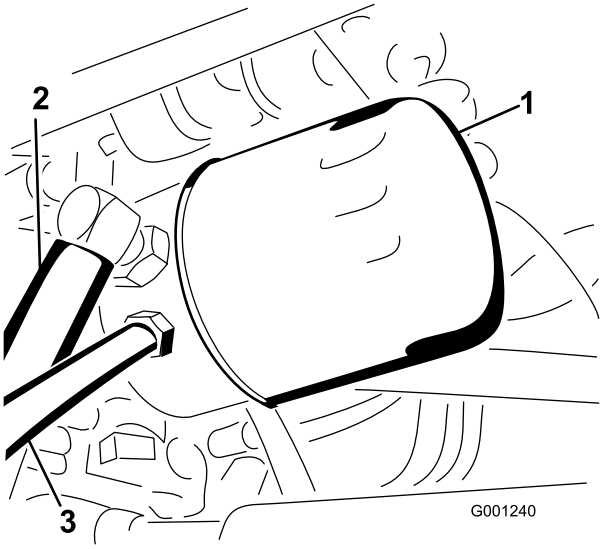

**Figur 70**
4. Rengør området omkring hydraulikoliefilteret, og afmonter filteret (Figur 70).